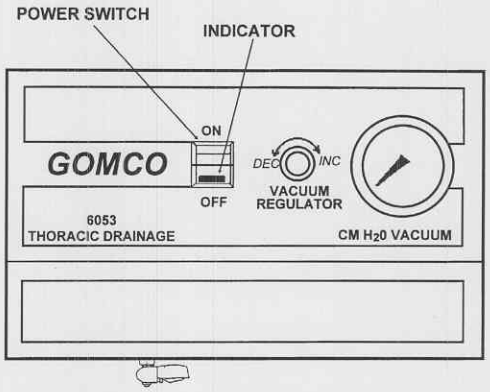

Figure 3-6. Power switch.
3-18. Power switch (fig 3-6).
(1) Orient the replacement switch as illustrated in figure 3-6 and insert it into its mounting hole until its mounting tabs lock it into place.
(2) Reconnect the electrical terminal connectors onto the switch in accordance with previously recorded electrical wire color positions.
(3) Reinstall the stainless steel cover.
(4) Reinstall the six Phillips screws into the sides of the stainless steel cover to refasten it.